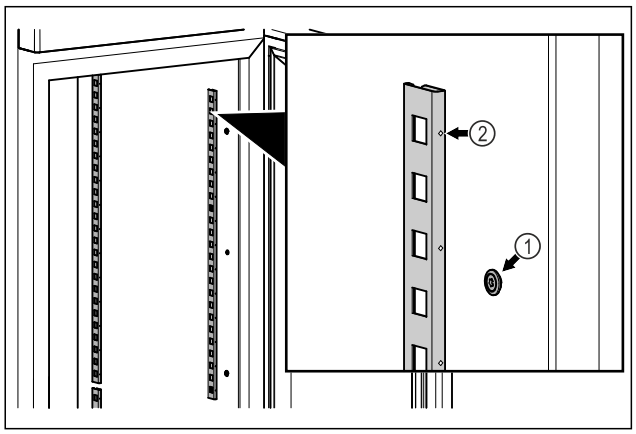

Fig. 58 Reprezentare exemplificativă
▶ Acroșați barele de prindere în sistemul de suspendare *Fig. 58 (1)*. Marcajul *Fig. 58 (2)* trebuie să fie orientat spre înainte.